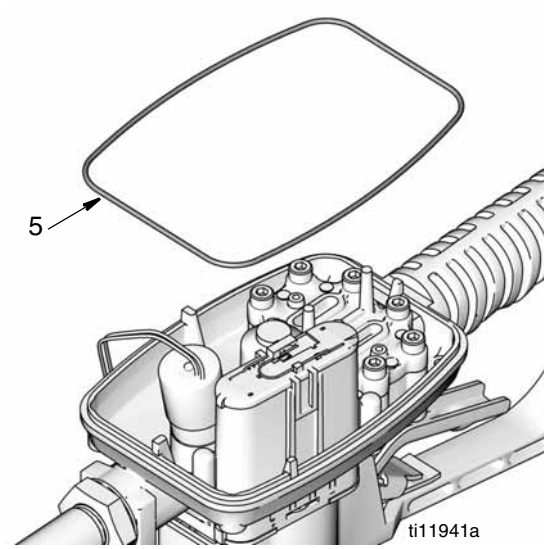

FIG. 35
7. Retirer et mettre le joint torique au rebut (5) (FIG. 35).